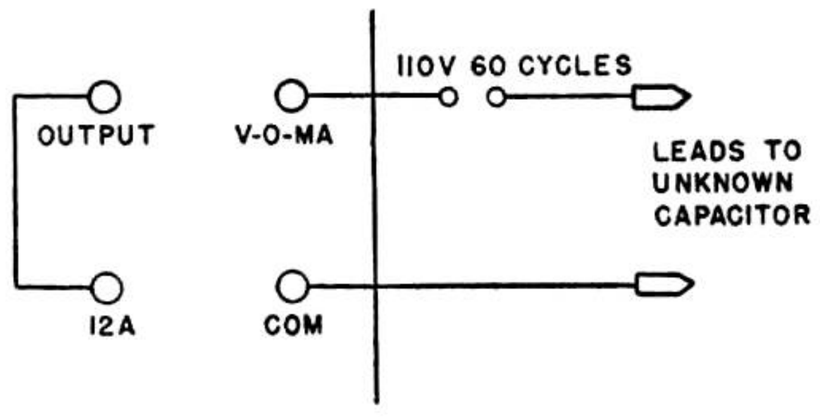

FIG. 1
**FOR MICROFARAD READINGS:** Connect a jumper across the "Output" and "12A" jacks. Connect the "COM" and the "VOMA" jacks in series with the unknown capacitor and a 110 volt, 60 cycle A. C. line. (See Fig. 1 below.)